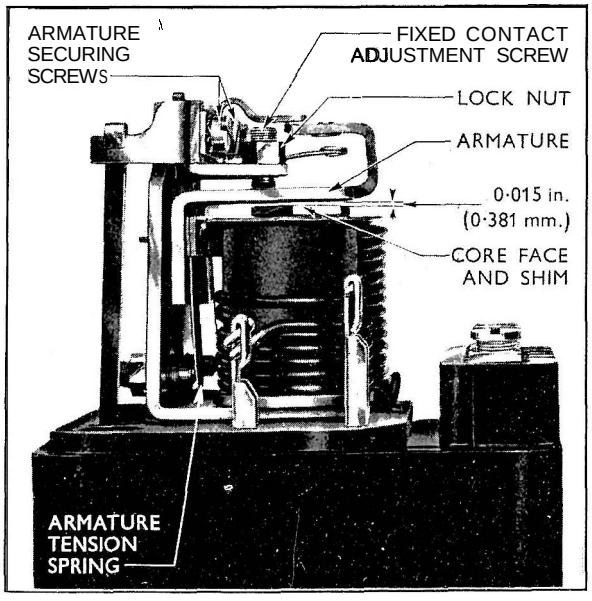

Fig. 7
2. Remove the two armature screws and locknuts (refer to Fig. 7) and detach the metal strip.
5. Replace the points in the reverse sequence to that described above in paragraphs (1)to (3).
2. Slacken the fixed contact screw locknut and unscrew the contact screw until it is clear of the armature moving contact. (Refer to Fig. 7.)